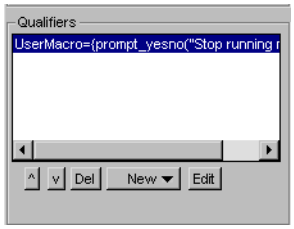

Figure 4-20 Set breakpoint with macro attached
7. The Set Address/Data Breakpoint dialog box now contains the macro in the Qualifiers group for the conditional breakpoint, shown in Figure 4-20.